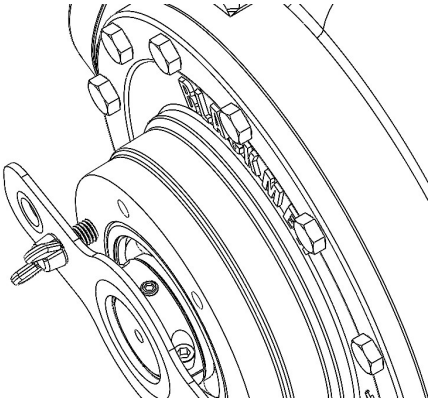

Figure 7 – Lock Collar Assembly
c. Slowly turn the Lock Collar Adjustment Tool screws, which will move the Lock Collar and Bearing towards the Outboard Head (23). Alternate between each screw so that even pressure is applied to the Lock Collar. Once the Bearing (24) stops moving into the head, is slightly recessed in the head bore, and the force required to turn the screws increases stop turning the screws.
g. Move Lock Collar Adjustment Tool to Inboard side and repeat steps 12a through 12f. See figure 7 for Inboard Side tool assembly.